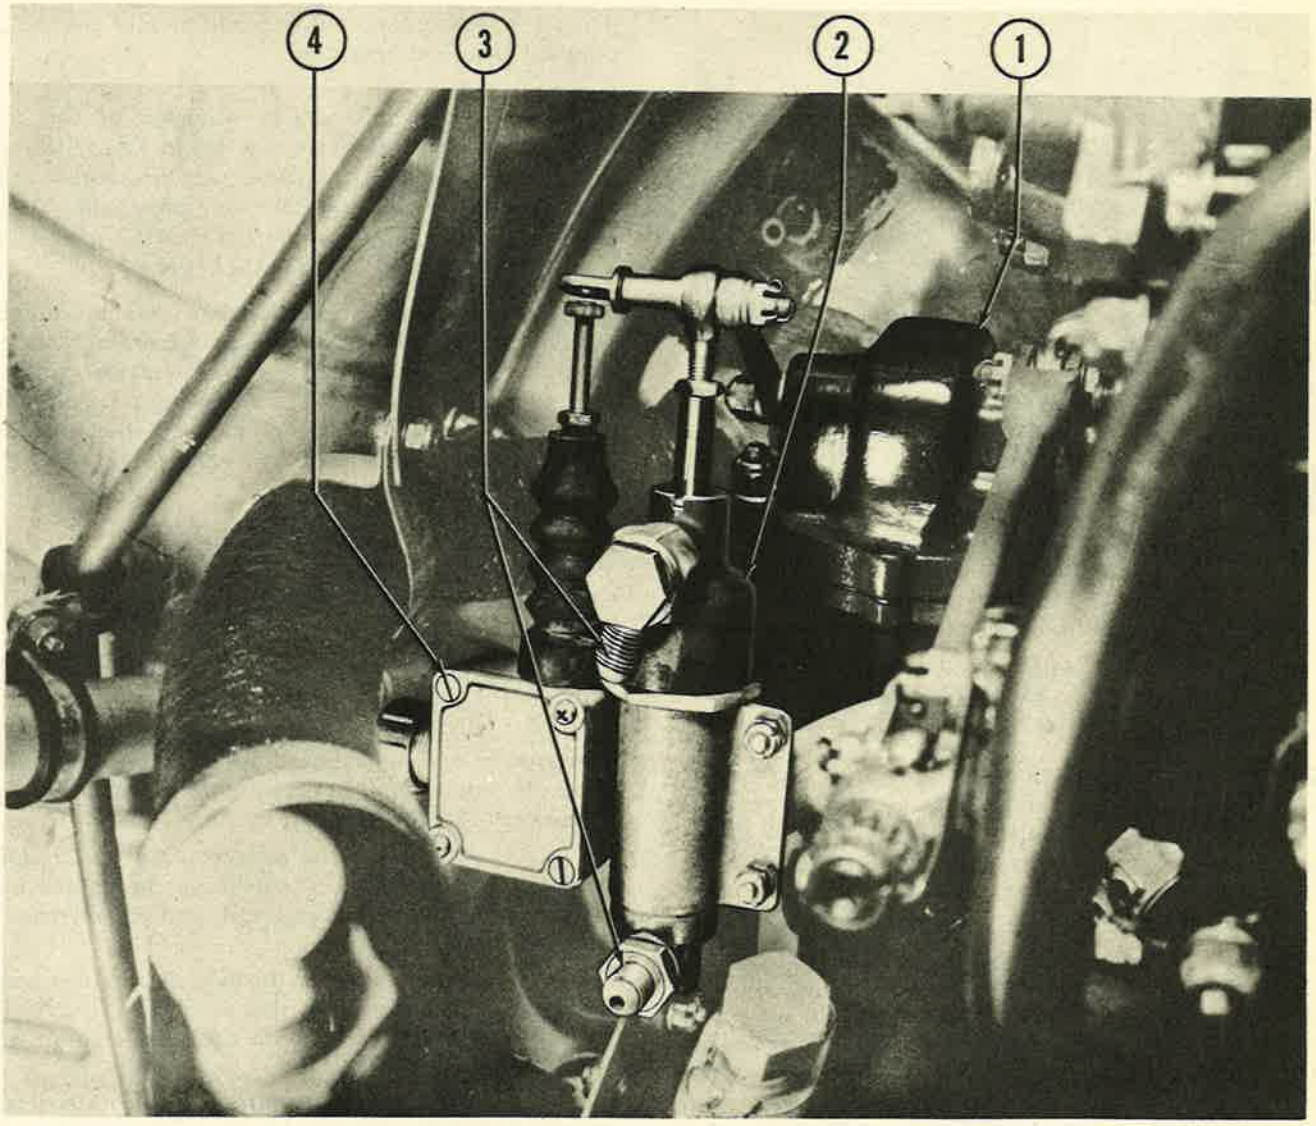

Figure 213C—Blower Selector Valve Actuating Cylinder and Indicator Switch Installed
The control for high and low blower is located to the left of the pilot. When the control is moved from one position to the other, hydraulic pressure actuates a strut which positions the lever of the engine selector valve. This selector valve is located on the upper left hand side of the intermediate rear crankcase of the engine (figure 213C). The valve then directs engine oil pressure into passages in the crankcase housing leading to the high or low blower clutches.
(a) HYDRAULIC ACTUATING STRUT *(2, figure 213C).* The pressure from the main hydraulic system is used to shift the blower clutch selector valve from one position to another. Controls for this are located in the pilot's cockpit, to the left of the pilot. This control is connected to the hydraulic actuating strut on the blower clutch selector valve by means of hydraulic lines. For complete details regarding the description, removal, maintenance, etc., of the hydraulic actuating strut, see section IV, paragraph 13, HYDRAULIC SYSTEM.
(b) BLOWER CLUTCH SELECTOR VALVE *(figure 213C).*
a. Disconnect the hydraulic actuating strut (figure 213C).